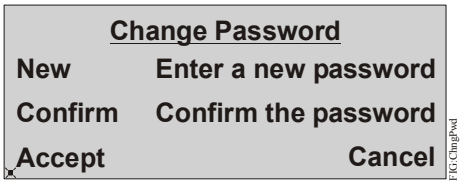

Figure 13: Change Password Page
3. Press Enter. The Change Password page appears (Figure 13).